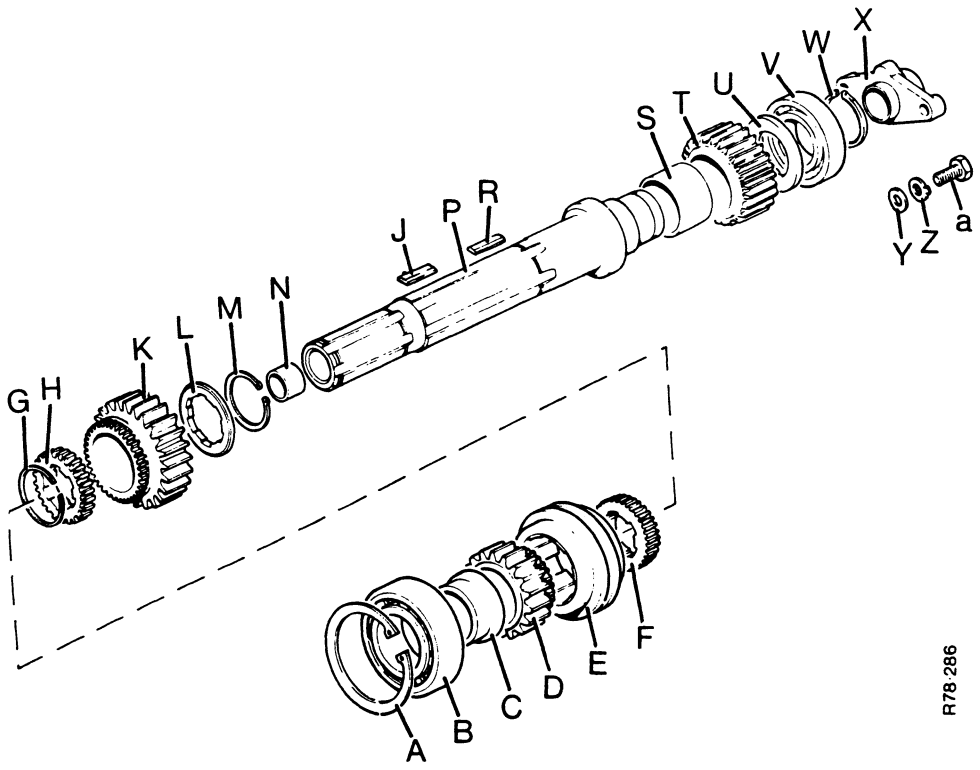

FIGURE 84. TOPSHAFT ASSEMBLY 1410 TRACTOR
L.	*Bearing pad (6)*	*Y*	*Shaft*
11. Assemble the topshaft as follows; see Figure 84.